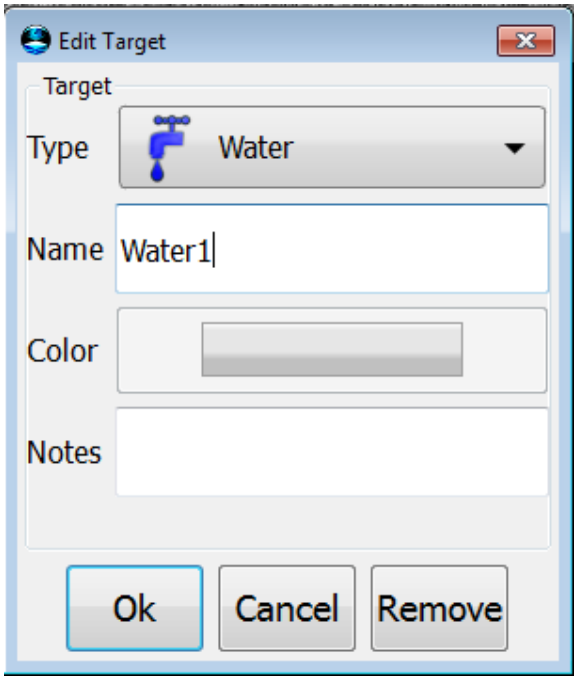

图58-编辑目标窗口
2. 如果选择了目标，窗口将是图58中显示的窗口，只有数量有限的设置需要修改。用户还可以从这里完全删除目标（包括所有相对标记）：